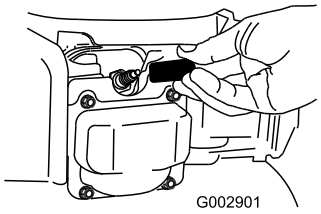

Figur 37
2. Lossa tändkabeln från tändstiftet (Figur 37) innan du utför underhåll.